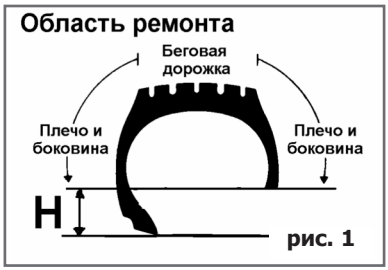

рис. 1
3. Предварительно определите ремонтопригодность шины, для этого замерьте размеры повреждения, и по таблице предварительно подберите номер пластыря (см. п. 10, стр. 5). Замерьте расстояние от края повреждения до края борта шины (рис. 1). Размер должен, быть больше или равен значению, указанному в таблице выбора пластырей. Если размеры повреждения превышают допустимые нормы, то шину ремонтировать нельзя.
14. **Случаи повреждений.** Рис. 11 А, Б, В показывают установку термопластыря по принципу совмещения центра повреждения и центра термопластыря. Рис. 11 Г показывает возможность ремонта повреждения вблизи неремонтируемой зоны (рис. 1, стр. 4), при этом центр повреждений не совпадает с центром термопластыря. В этом случае край термопластыря должен накладываться как можно ближе к краю борта.